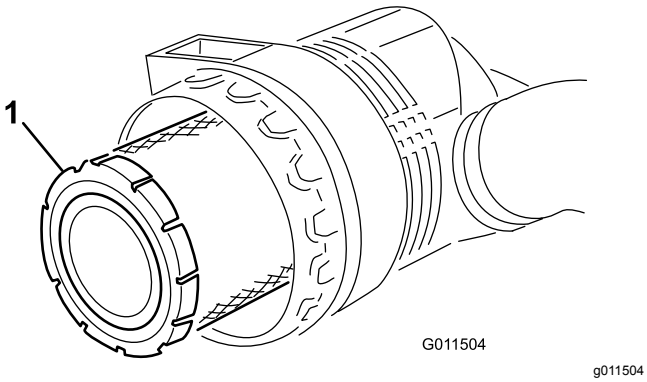
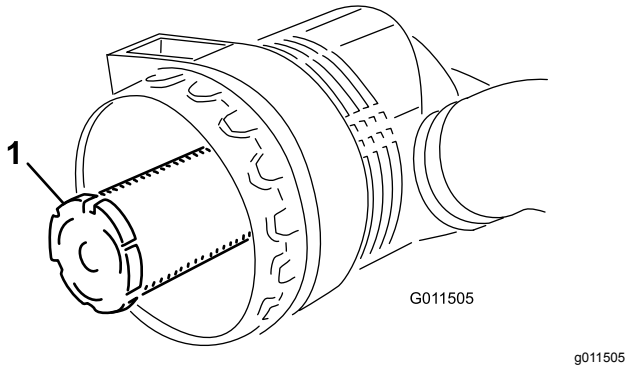

Figuur 72
Figuur 73
3. Verwijder het voorfilter (Figuur 72). Het wordt afgeraden het gebruikte element te reinigen omdat dit kan leiden tot beschadiging van de filtermedia. Inspecteer het nieuwe filter op transportschade en controleer het uiteinde van het filter, dat goed moet aansluiten, en de filterbehuizing. Een beschadigd element mag niet worden gebruikt. **Verwijder het veiligheidsfilter** niet (Figuur 73).
Belangrijk: **Probeer nooit een veiligheidsfilter te reinigen (Figuur 73). Plaats steeds een nieuw veiligheidsfilter als het voorfilter drie onderhoudsbeurten heeft gehad.**
4. Plaats het voorfilter terug (Figuur 72).